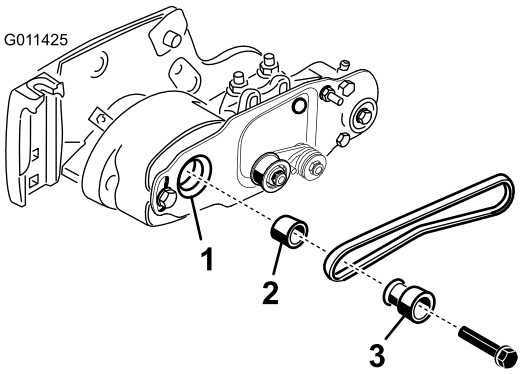

Figura 16
4. Mentre fate ruotare il cilindro, che farà ruotare a sua volta la puleggia motrice, fate leva sulla cinghia per staccarla dalla puleggia motrice (Figura 16).
5. Togliete il bullone che fissa la puleggia motrice della spazzola rotante all'albero della sede del cuscinetto (Figura 16).
6. Togliete dall'albero la puleggia motrice della spazzola rotante e il distanziale (Figura 16).